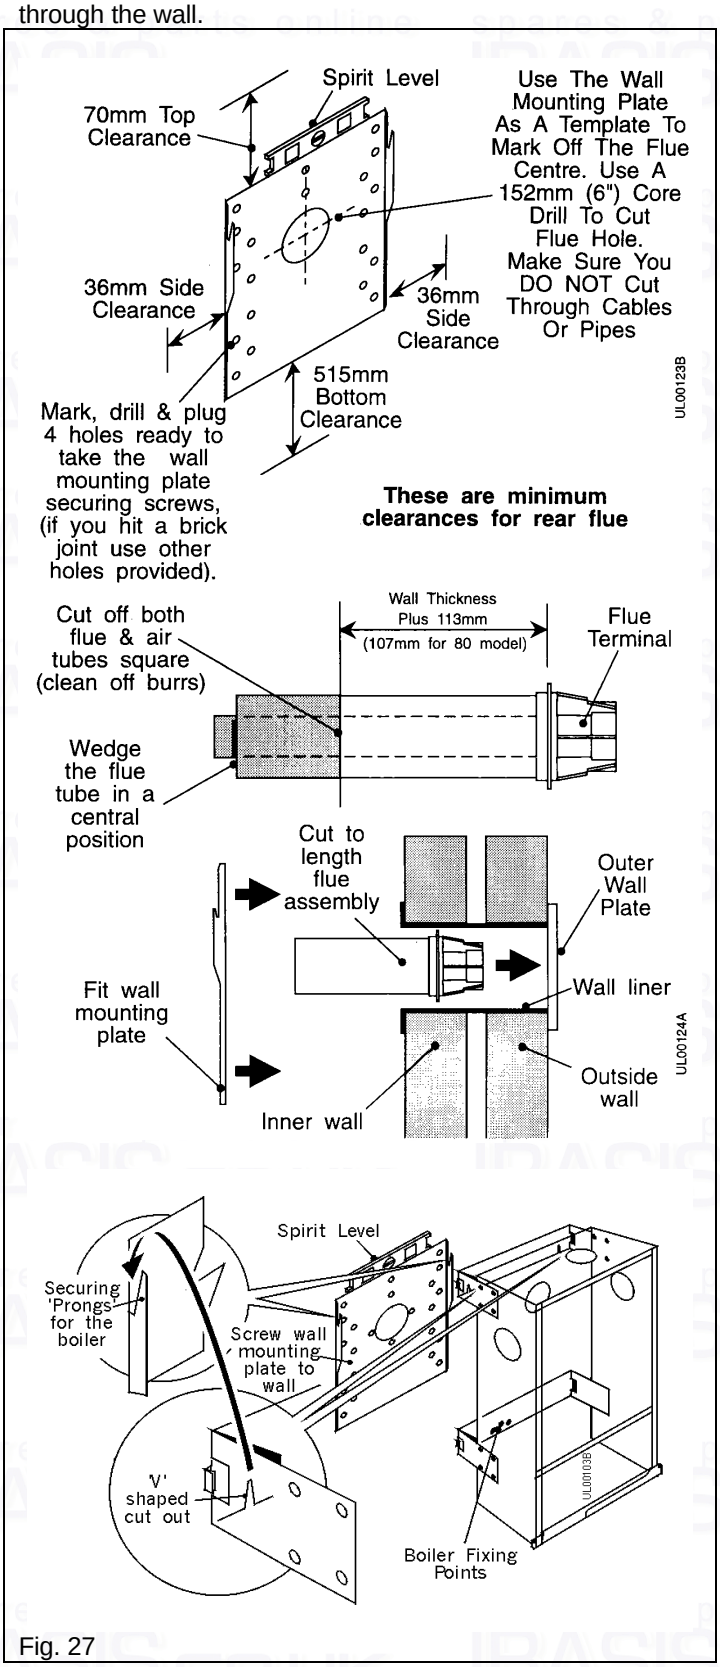

Fig. 27
5. To measure the flue length take the wall thickness & add 113mm, from the flue terminal flange measure & mark the flue. See Fig.27. Add a further 40mm if the wall spacing plate is fitted.